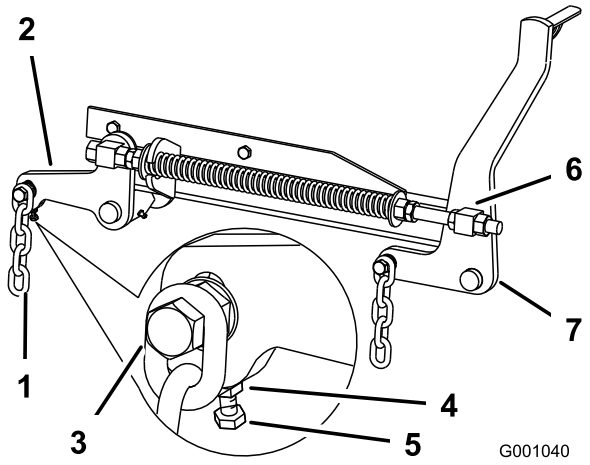

**Figur 81**
7. Hvis målingene ved stillingene **B** eller **C** ikke er korrekte, løsne bolten som fester den bakre kjeden til den bakre støtten (Figur 81).
8. Løsne låsemutteren under den bakre støttearmen og juster justeringsbolten for å få en måling på 80 til 83 mm (Figur 81).
7. Løsne de fremre svivellåsemutrene på høyre og venstre svivel ca. 13 mm (Figur 81).
8. Juster hevemutteren på både venstre og høyre side av maskinen for å oppnå 6–10 mm lavere foran ved **A** enn bak ved **B** (Figur 81).